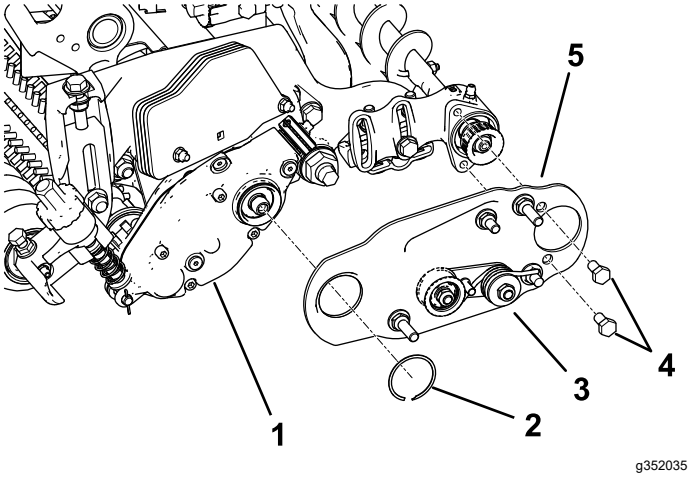

Figur 12
3. Monter venstre eller højre rullebørstes drejeplade (Figur 12).
Bemærk: Sørg for, at styreremskiveenheden er monteret i bunden som vist i Figur 12.
4. Påfør (blå) gevindlåsemasse på de 2 bolte (5/16 x ½ tomme), og brug dem til at montere børstepladen på rullebørstens lejehus (Figur 12).
5. Fastgør børstepladen på rullebørstehuset med låseringen (Figur 12).